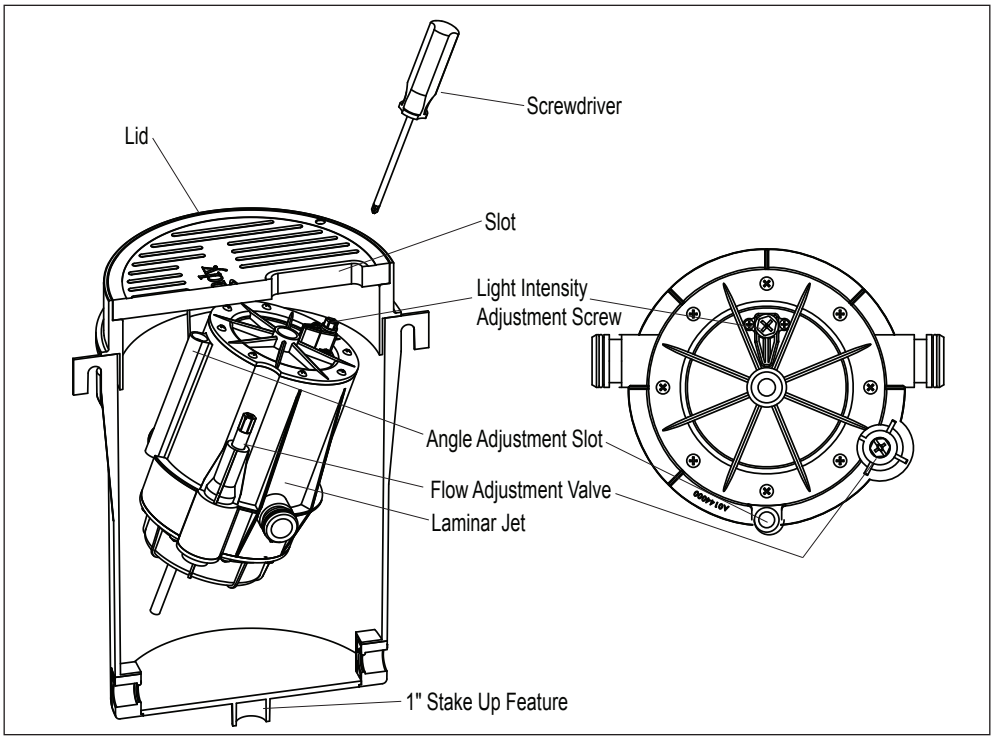

Figure 10. Laminar Jet Light and Flow Adjustment
2. Ensure the flow adjustment valve is open by turning it counter-clockwise until it stops with a screw driver or a 1/2” socket wrench. Refer to Figure 10.
5. To adjust the angle of the jet move the laminar jet up or down to increase or decrease the angle by hand or using a screwdriver in the angle adjustment slot shown in Figure 10.